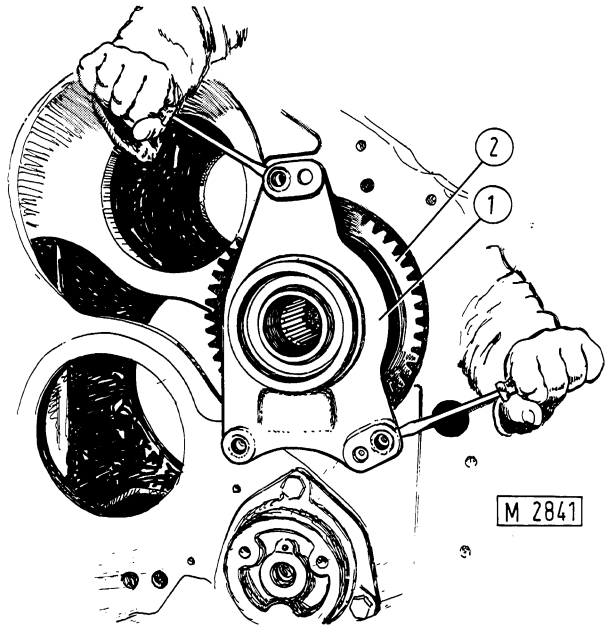
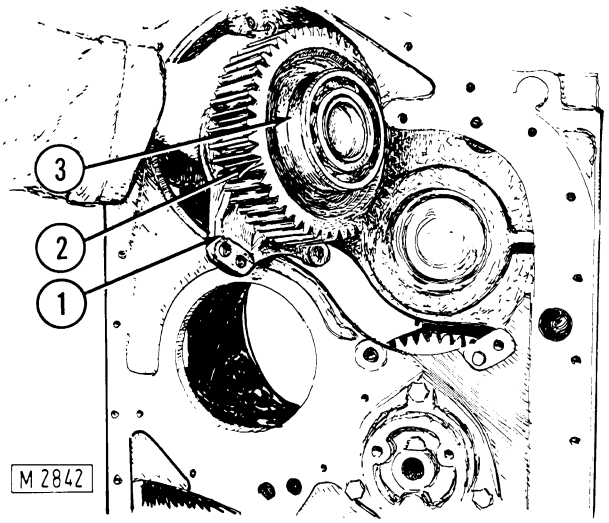

Fig. 4-6 - Disassembling support with attached transmission drive gear.
Fig. 4-7 - Removing transmission drive gear and support
- Remove support 1, fig. 4-6 with attached transmission drive gear (2) and bearing (3) (fig. 4-7).
- Install support 1, fig. 4-7 with attached transmission drive gear (2).